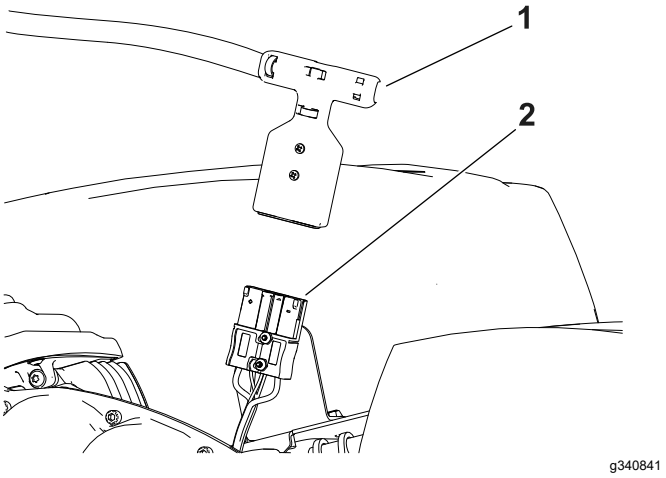

Rysunek 29
4. Odłącz złącze T-handle głównej wiązki przewodów od złącza głównej wiązki zasilania przy podstawie akumulatora (Rysunek 29).